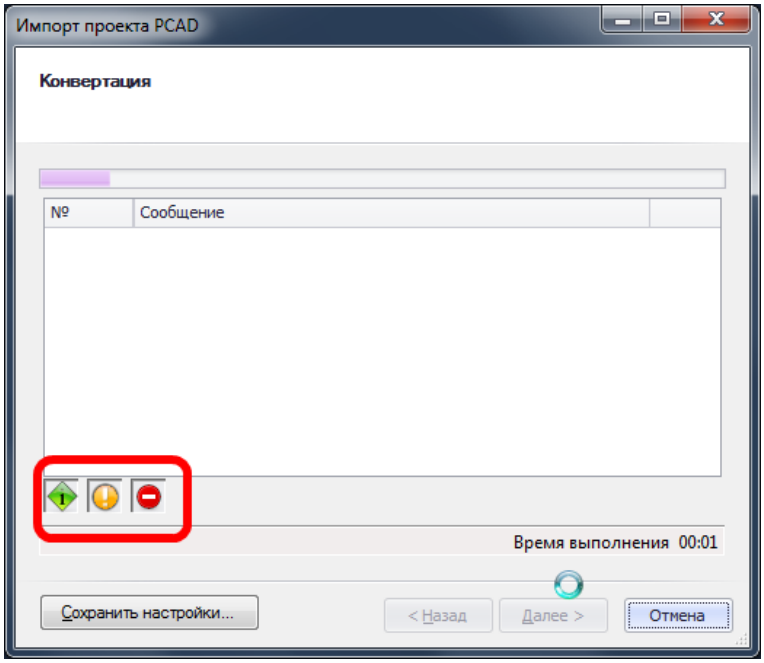

Рис. 366. Процесс импорта
10. В следующем окне мастера отображается процесс импорта, см. Рис. 366.
В процессе импорта составляется протокол, который отображается в окне мастера, см. Рис. 366. После завершения импорта данных есть возможность просмотреть протокол импорта. При помощи кнопок, расположенных под протоколом, протокол фильтруется. При нажатии кнопки - «Ошибка» в протоколе будут отображаться записи о произошедших во время импорта ошибках. При нажатии кнопки - «Предупреждение» в протоколе будут отображаться предупреждения о возможных ошибках в импортируемых элементах библиотеки. При нажатии кнопки - «Сообщение» в протоколе будут отображаться записи об успешно импортированных элементах библиотеки.